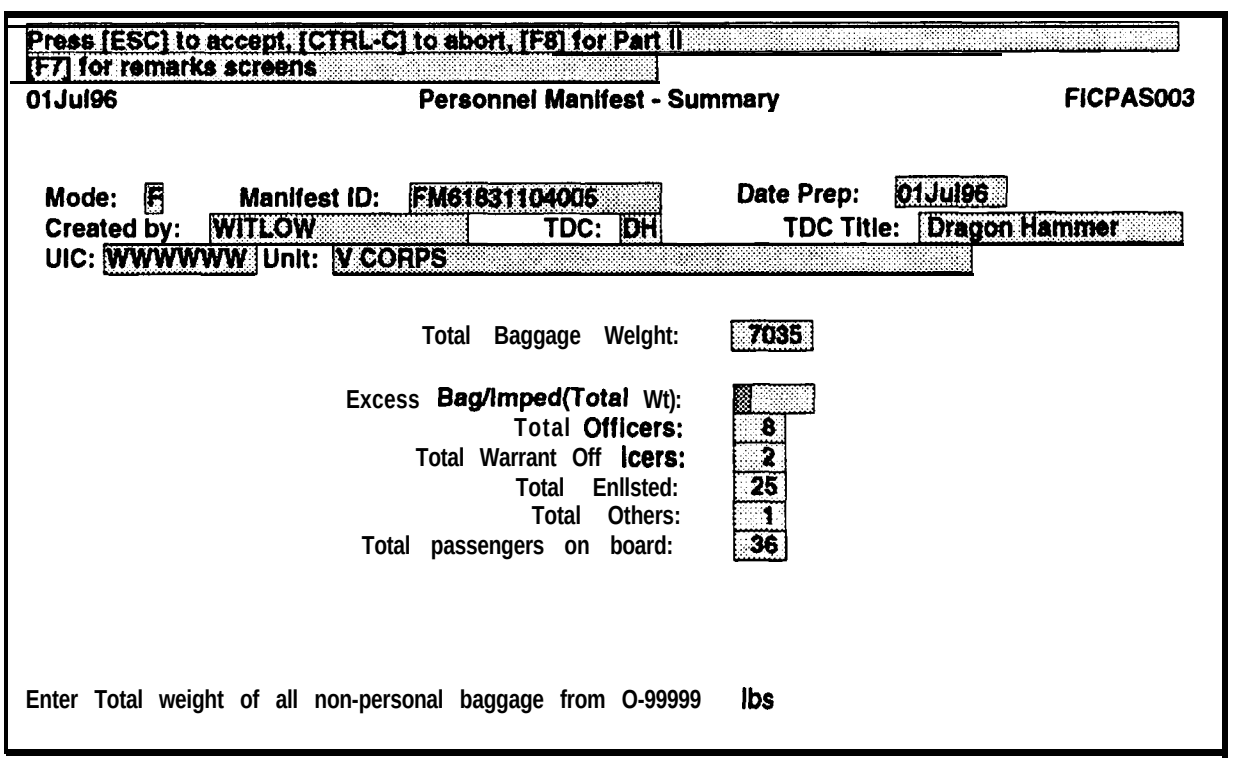

Figure 12-4. Personnel Manifest • Summary Screen
(1) Enter **n** (no) in response to this prompt when you do not want to add any additional passengers, and then continue with the procedures in paragraph **j.** below.
(2) Enter y (yes) in response to this prompt to add another passenger. The screen will be cleared, the **Seq.** No. field will be incremented by 1, and the cursor will move to the **Last Name** field. If you hve previously indicated that you want to assign specific sequence numbers to each passenger, the cursor will move to the **Seq.** No. field.
j. When you enter **n** (no) to indicate that you do not want to enter another passenger, the Personnel Manifest • Summary screen will be displayed as shown in Figure 12-4. The cursor will be in **the Excess Bag/Imped(Total Wt)** field.